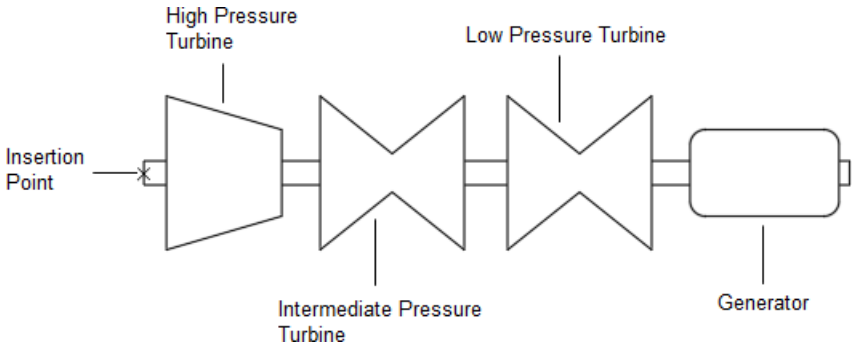

Figure P-1 *Symbol of the Turbine and the Generator Unit*
1. Create a symbol of the Turbine and Generator unit, as shown in Figure P-1, using the AutoCAD sketching tools.
2. Convert the symbol created into a block named **STEAM TURBINE** and save the drawing. For the insertion point of the block, refer to Figure P-1.